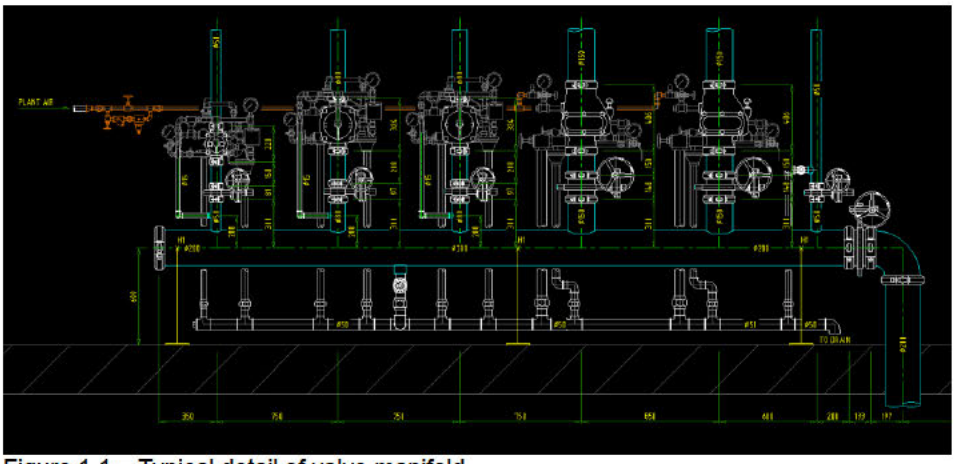

Figure 1.1 – Typical detail of valve manifold
- // Please see typical manifold detail below, figure 1.1.